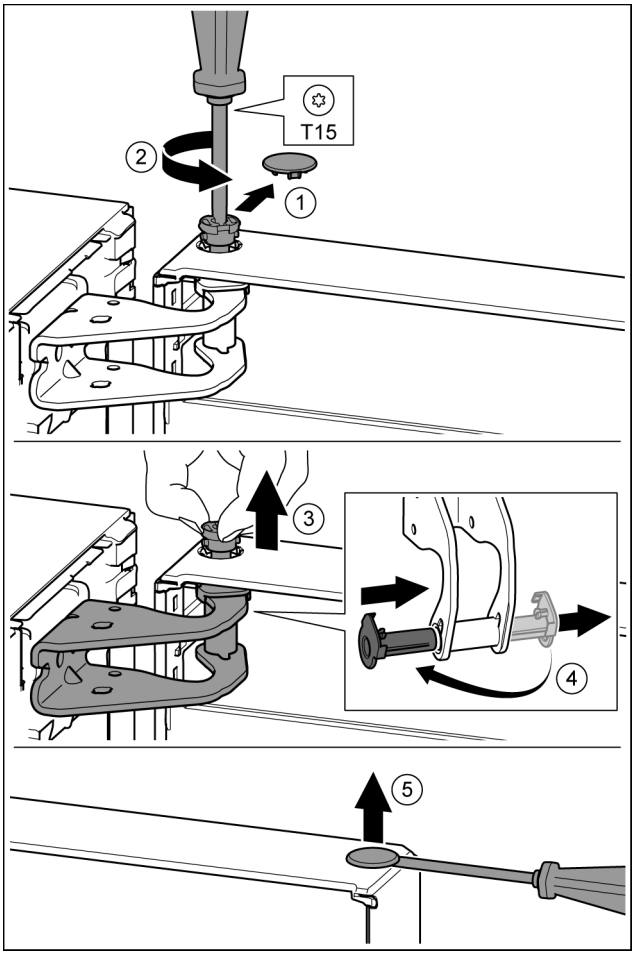

Fig. 13
▶ Retire la cubierta del seguro con cuidado. *Fig. 13 (1)*
▶ Desenrosque un poco el perno con el destornillador T15. *Fig. 13 (2)*
▶ Sujete la puerta y extraiga el perno con los dedos. *Fig. 13 (3)*
▶ Extraiga el casquillo de cojinete de la guía. Introdúzcalo y encájelo por el otro lado. *Fig. 13 (4)*
▶ Levante cuidadosamente el tapón del casquillo de cojinete de la puerta con un destornillador para tornillos de cabeza ranurada y extráigalo. *Fig. 13 (5)*